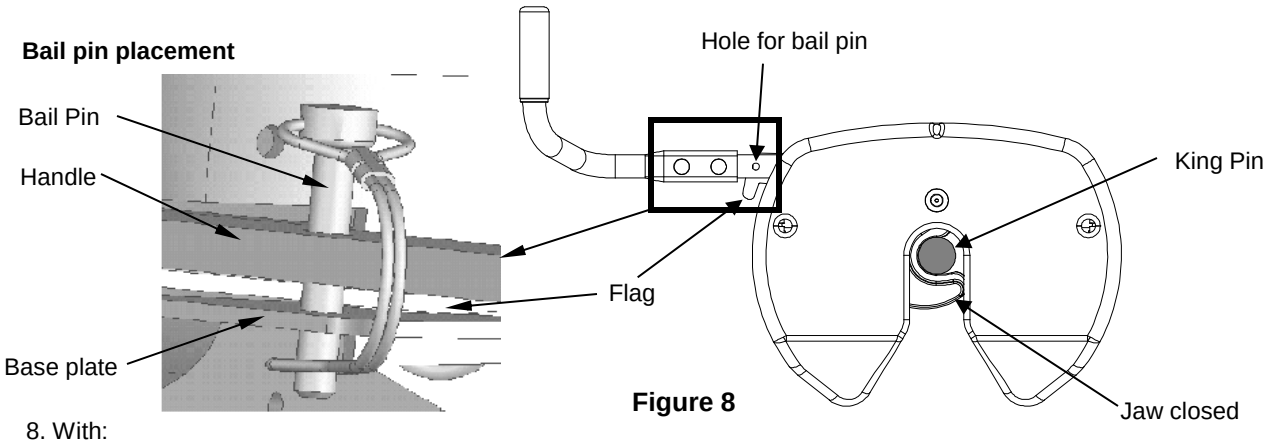

Figure 8
7. Place bail pin through bail pin holes in the handle and the base plate to make sure the hitch jaw is locked closed. IF FLAG BLOCKS HOLE FOR BAIL PIN, TRAILER HAS NOT BEEN PROPERLY CONNECTED TO HITCH. DO NOT TOW! Repeat above steps until trailer is properly hitched. (see Figure 8)